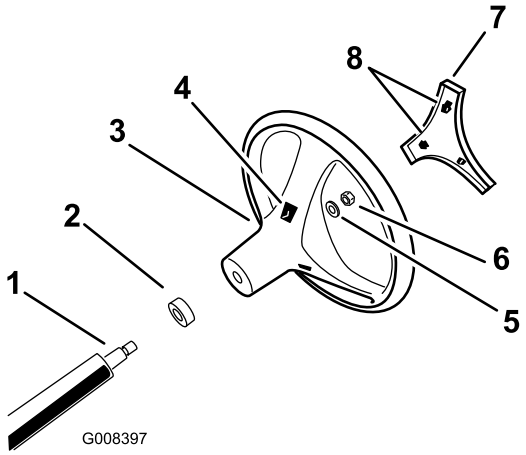

Rysunek 3
4. Zamocuj kierownicę do wału nakrętką zabezpieczającą (Rysunek 3). Dokręć nakrętkę z momentem od 24 do 29 N-m.
5. Ustaw zatrzaski osłony równo z wycięciami w kole kierownicy, a następnie nasuń osłonę na piastę koła kierownicy (Rysunek 3).